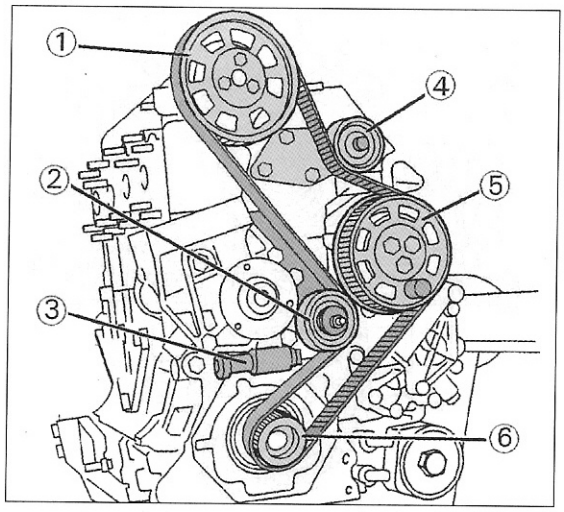

Bild 111
Eine Draufsicht auf den Motor eines 2.8-Liter-Motors ist in Bild 111 zu sehen. Zu beachten ist, dass das Antriebsrad der Einspritzpumpe (5) bei allen Sofim-Motoren eingebaut ist, jedoch ist es nicht notwendig, dass man die Einbaustellung des Antriebsrades bei einem Motor mit Direkteinspritzung markiert, da dieses in beliebiger Lage aufgesetzt werden kann. Unterschiede zwischen dem 2.5- und 2.8-Liter-Motor können den gezeigten Abbildungen entnommen werden. Aufgrund der Unterschiede sind die Sofim-Motoren und der 2.0-Liter-Motor getrennt beschrieben. Beim Ausbau des Zahnriemens folgendermaßen vorgehen: Der Zahnriemen eines 2.0-Liter-Motors muss vollkommen ausgebaut werden, wenn man die folgenden Arbeiten durchführen muss: